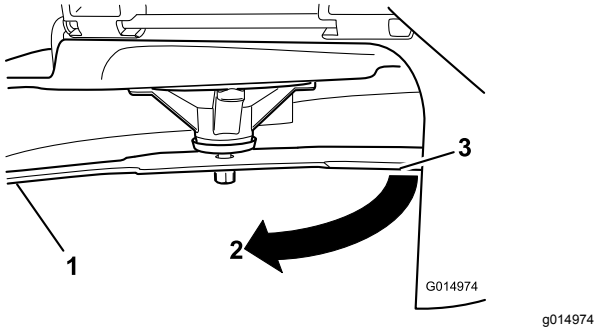

Figure 54
3. Mesurez la distance entre la lame et la surface (A)
4. Tournez la même lame de 180 degrés pour amener l'autre tranchant à la même position (Figure 54).